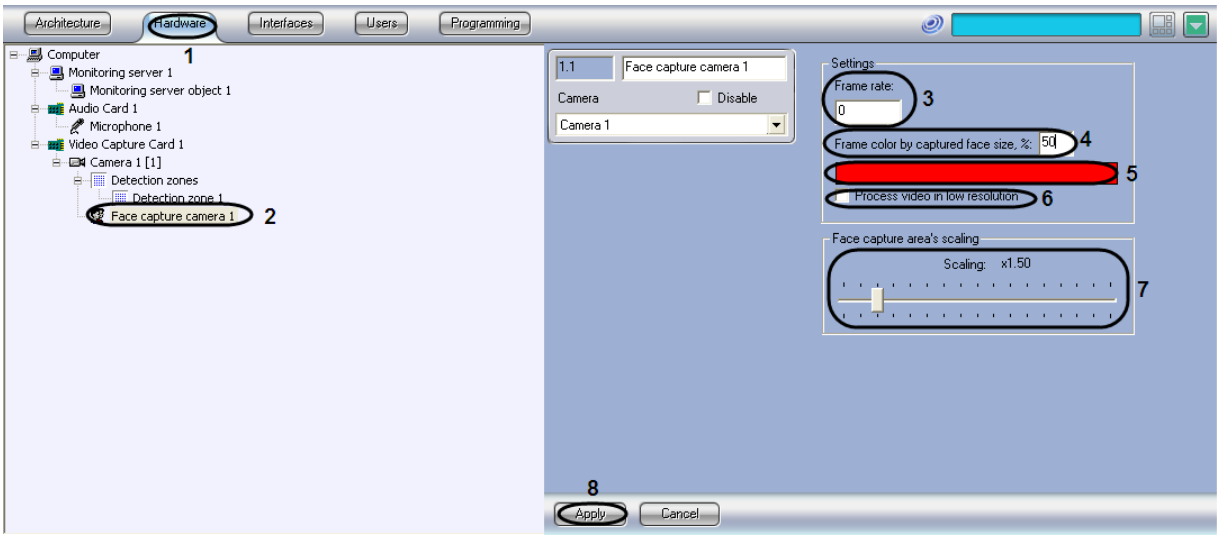

Figure 8.4-62 Configuring Face detection tool
1. Go to the "Hardware" tab in the "System settings" dialog box(Figure 8.4-62, 1)
2. Select the "Face detection" object corresponding to the required detection tool, on the "Hardware" tab in the objects tree (Figure 8.4-62, 2). The settings panel for the selected object appears on the right of the "Hardware" tab.
3. Specify how many fps from the video stream are processed by the Face detection program module. This parameter is necessary for reducing the load on the Server (Figure 8.4-62, 3)
4. Specify the size of a face in percent relatively to the sizes of camera's video surveillance window when the face is required to be dynamically framed (Figure 8.4-62, 4)
5. If the color of a dynamic frame is to be changed, then left click the "Color" field (Figure 8.4-62, 5). Select the required color in the standard "Color" dialog box and click "OK".
6. By default the Face detection tool processes a video with the resolution, set for the Camera parent object. To process a video with 320x240 pixels resolution, set the "Process video in low resolution" checkbox (Figure 8.4-62, 6)
8. Set the “Face capture area’s scaling” slider to the position corresponding to the required scaling of a face in the frame for recording (Figure 8.4-62, 7). The current scale value is displayed in the field above the slider and ranges from 1 (only the face is recorded) to 5 (the whole frame is recorded).
9. Click the “Apply” button (Figure 8.4-62, 8).